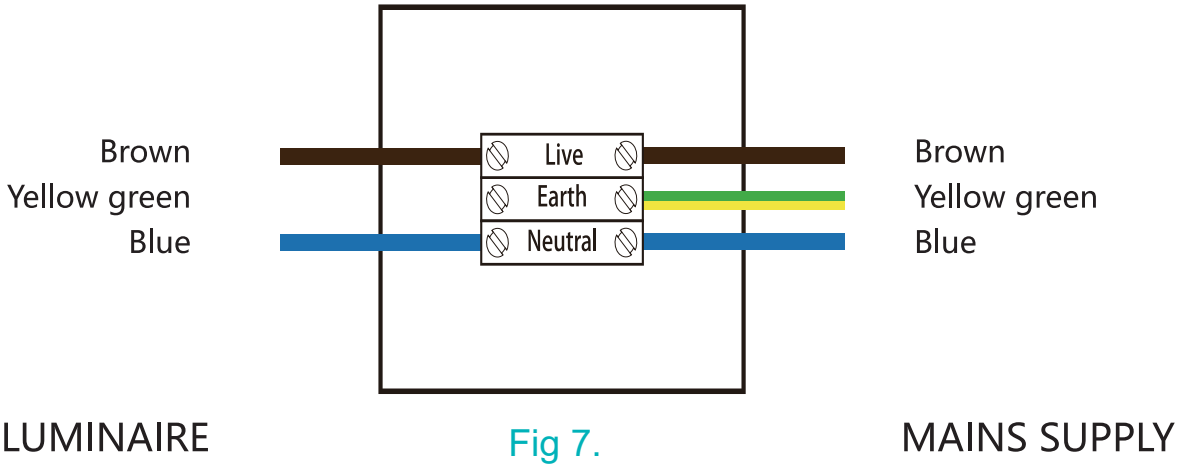

Fig 7.
9. Switch off the power, and then use a terminal block to connect the two-core exposed wires with those reserved on the wall (See details in Fig. 7 in page 8)